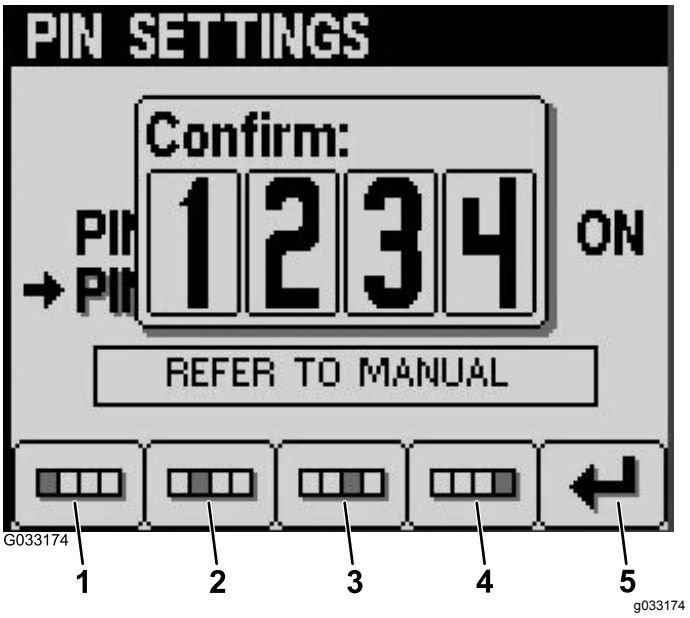

Figur 26
8. Bekreft den nye PIN-koden ved hjelp av knappene 1 til 4, og trykk på knapp 5 når du har fullført PIN-koden (Figur 26).